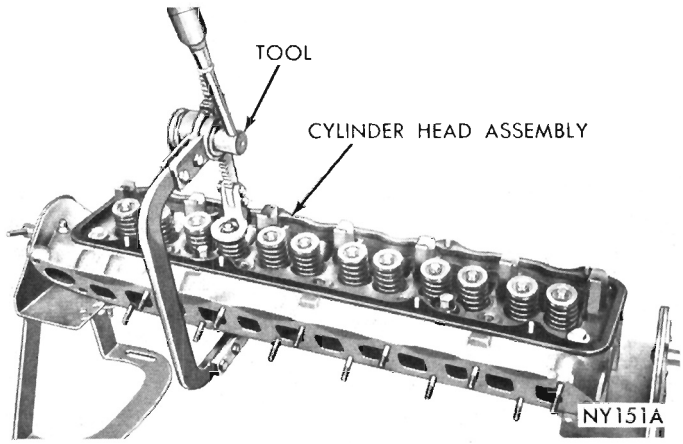

Fig. 13—Compressing Valve Spring
(1) With cylinder head removed, compress valve springs, using Tool C-3422A (Fig. 13).
(2) Remove valve retaining locks, valve spring retainers, valve stem cup seals and valve springs.